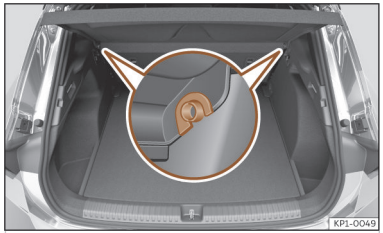

Abb. 182 Im Gepäckraum: Gepäckraumabdeckung aus- und einbauen.
- Ziehen Sie die Gepäckraumabdeckung nach oben aus den seitlichen Halterungen ››› **(Abb. 182)** heraus.
- Führen Sie die Gepäckraumabdeckung horizontal ein, so dass das „Hufeisen“ über der Aufnahmeachse ››› **(Abb. 182)** liegt, und drücken Sie die Abdeckung nach unten, bis sie einrastet.